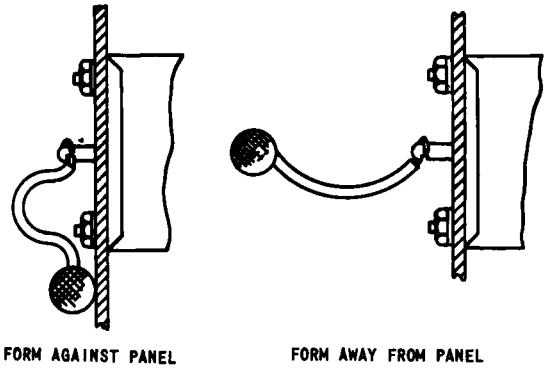

FIG. 1 CAPACITORS - KS-8025 AND SIMILAR SMALL ELECTROLYTIC - NO. 14 AND SMALLER WIRE
4.12 If the dress is not covered by standard drawings which have been specified in the job information arrange and dress leads in accordance with Figures 1 to 40. While the arrangements of the various equipment will vary somewhat from the typical illustrations the leads shall, in general, be dressed in a manner consistent with the standard of workmanship applied in these cases, and so that there will be minimum interference with the maintenance of the power equipment. Supplementary information on such items as: design of cable forms, forming, fanning, sewing and skinning, connecting and soldering, placing and supporting cable forms,
Figures 1 to 40 on Pages 3 to 15.